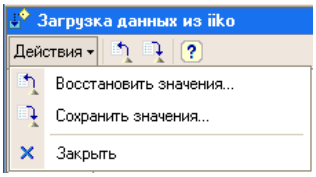

Рисунок 188 Сохранение настроек загрузки
1. Нажмите кнопку «Сохранить значения» ( ) в окне «Загрузка данных из iiko» или выберите **Действия** → **Сохранить значения** (см. Рисунок 188).
Для того чтобы применить одну из ранее сохраненных настроек, нажмите кнопку «Восстановить значения» ( ) в окне «Загрузка данных из iiko» или выберите **Действия** → **Восстановить значения** (см. Рисунок 188). Выберите нужную настройку из списка и нажмите кнопку **OK**. В окне загрузки будет установлен выбранный набор параметров.